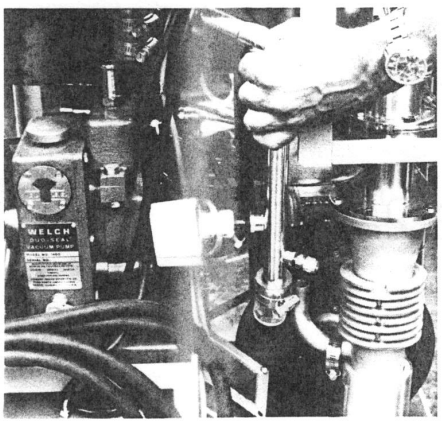

Figure 6-9. Removing Foreline Manifold
4. Remove manifold from machine (see Figure 6-9).